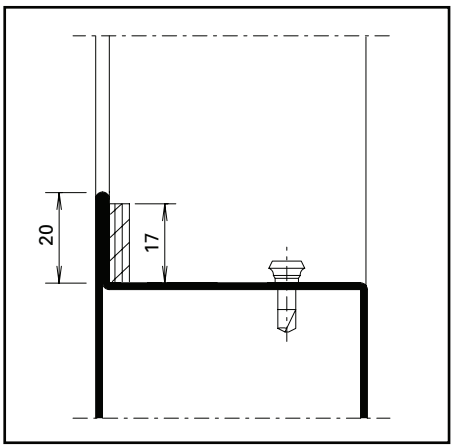

Abb. 14 / Fig. 14 / Fig. 14
1. Dichtungsband 17 mm breit (selbstklebend) auf Lappenseite bündig zum Falzgrund ankleben (Abb. 14)
1. Coller la bande d'étanchéité largeur 17 mm (autocollante) du côté battue à fleur de la feuillure (fig. 14)
1. Attach the distance strip 17 mm width (self-adhesive) flush with the bottom of the rebate on the flange side (fig. 14)